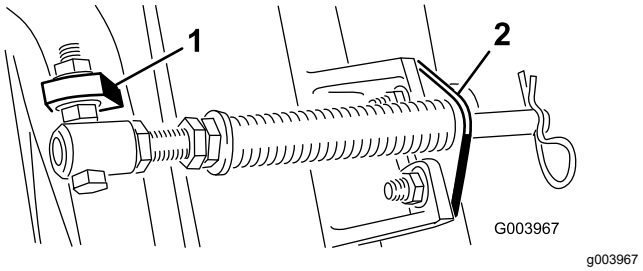

**Figuur 5**
D. Monteer de stangbeugel aan de lippen op de maai-eenheid met de slotbouten en de moeren (Figuur 5).